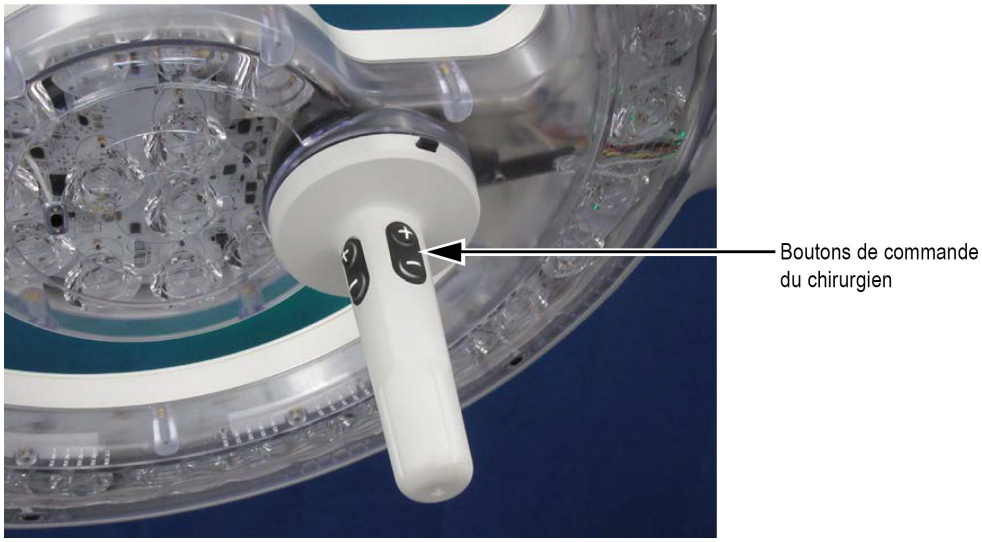

Figure 6-11. Boutons de commande des coupoles du chirurgien
1. Saisissez la poignée de la coupole appropriée. Chaque poignée comporte quatre paires de boutons à membrane situés vers le haut de la poignée. Voir *Figure 6-11*.